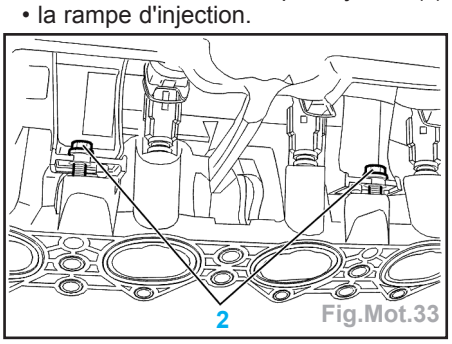

Fig.Mot.33
- Déposer (Fig.Mot.33) :
• les vis de fixation de rampe d'injection (2),